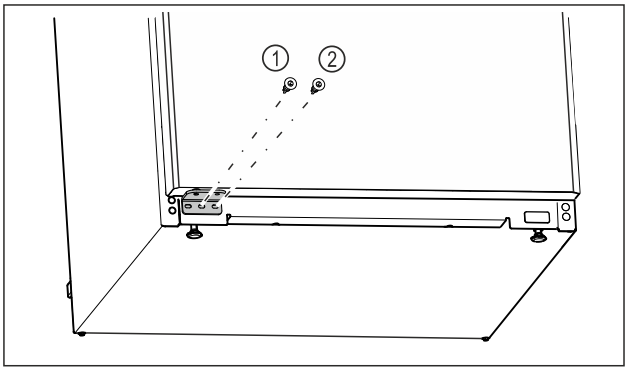

Fig. 21
▶ Tighten the middle screw of the swap bearing block *Fig. 21 (1)* with a Torx 20 screwdriver.
▶ Tighten the inner screw of the swap bearing block *Fig. 21 (2)* with a Torx 20 screwdriver.